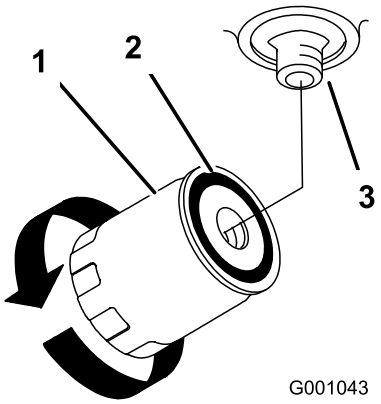

Figur 80
4. Påfør et tyndt lag hydraulikvæske på gummipakningen på det nye filter (Figur 80).
7. Fyld hydrauliktanken med hydraulikvæske, indtil væsken flyder over filteret, og drej dernæst oliefilteret med uret, indtil gummipakningen berører filteradapteren. Stram dernæst filteret yderligere 1/2 omgang (Figur 80).